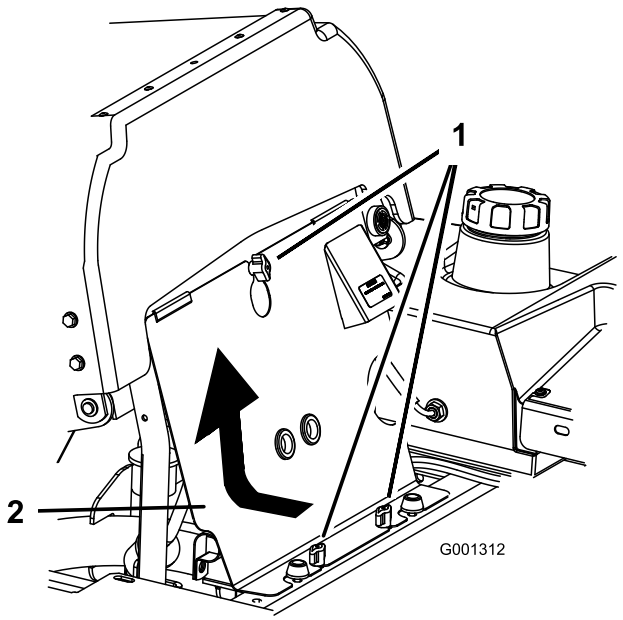

Figur 67
3. Lossa rattarna på den främre motorkåpan och ta bort panelen (Figur 67).